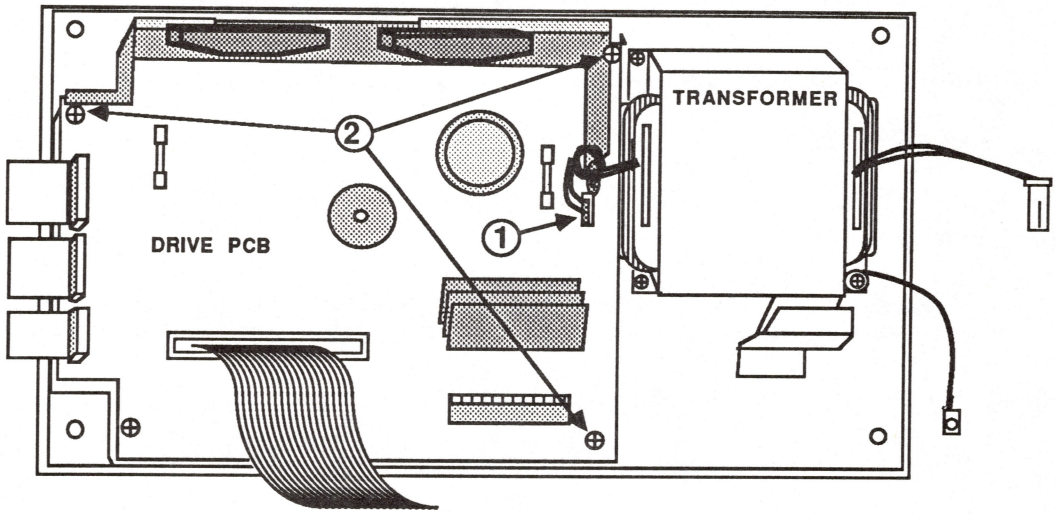

FIGURE 24
2. Disconnect the cable from the transformer (see Figure 24, #1).
3. Remove the three screws from the drive PCB (see Figure 24, #2).
2. Replace the three screws (see Figure 24, #2).
3. Connect the cable from the transformer (see Figure 24, #1).